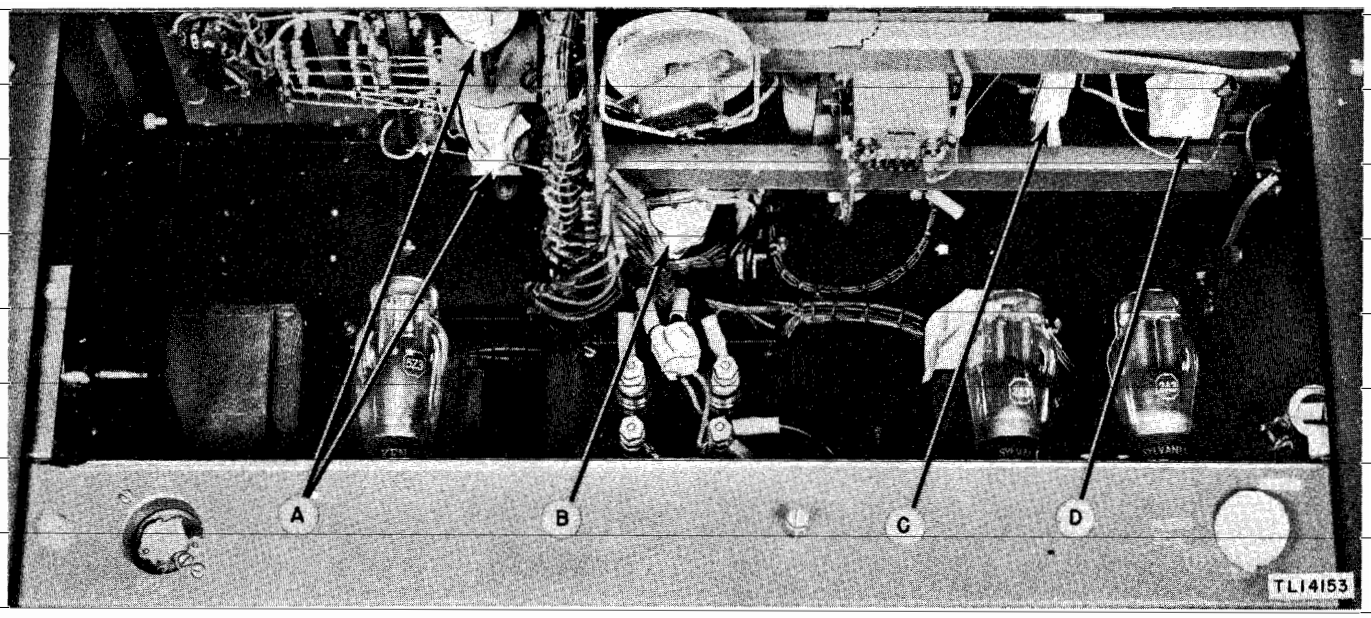

Figure 34. Radio Transmitter BC-610-E—bottom interior view of r-f chassis, showing method of masking.
(13) Wafers of BAND CHANGE switch, item A, figure 34.
(14) EXCITATION METER switch SW_8, item B, figure 34.
(15) Underside of jacks which receive antenna coil, item C, figure 34.
(16) Relay RY_4, item D, figure 34.